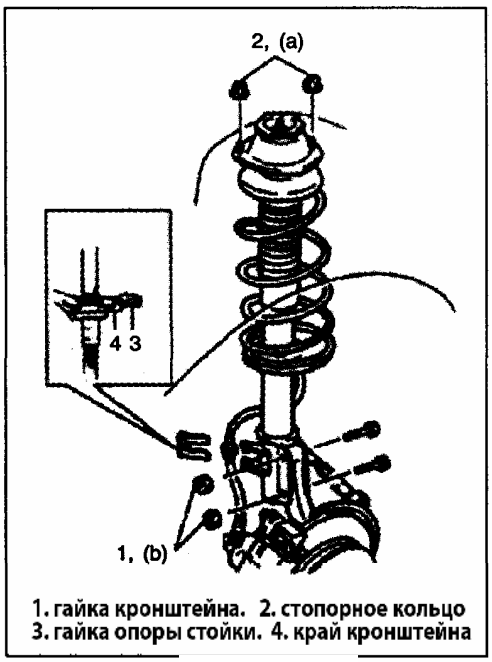

Рис. 515
1) Установите стойку в обратном порядке. Вставьте болты в направлении, как показано на рисунке (Рис.515).